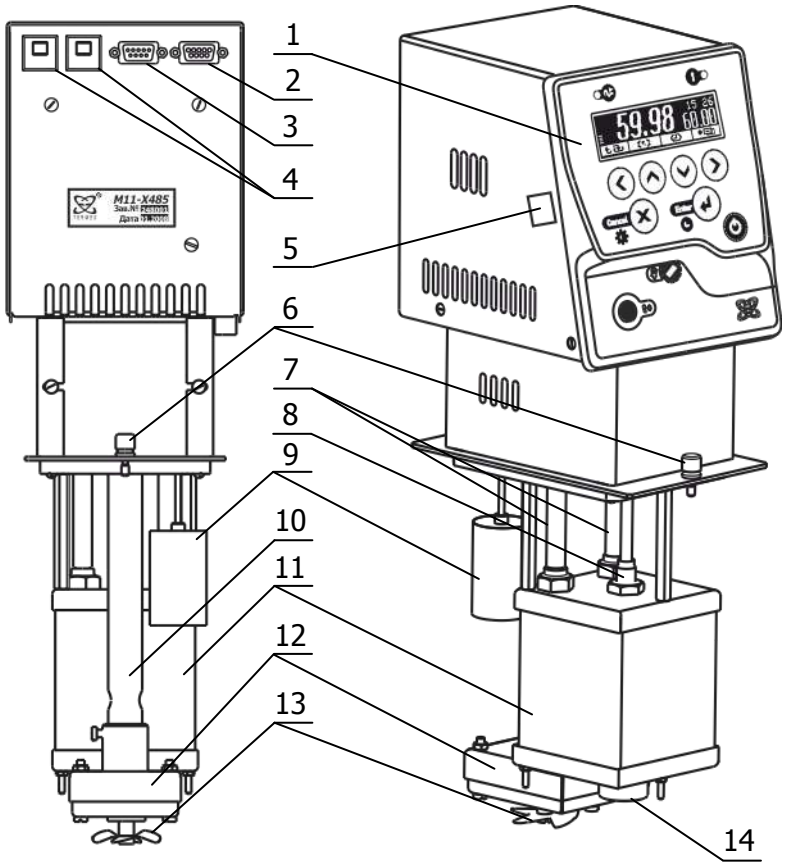

Рисунок 1 — Устройство блоков регулирования
1.4.2 Работа блоков регулирования заключается в поддержании заданной температуры потока теплоносителя, прокачиваемого насосом 12 через резервуар 11 (рисунок 1).
В процессе работы блоков регулирования на дисплее 15 отображается температура теплоносителя, значение уставки (задание), мощность нагрева, текущее время и дополнительная служебная информация. Установка режимов работы блоков регулирования осуществляется органами управления, расположенными на лицевой панели 1 (рисунок 1).
2.2.1 Установить блок регулирования на ванне так, как указано в руководстве по эксплуатации термостата и закрепить винтами 9 (рисунок 1).